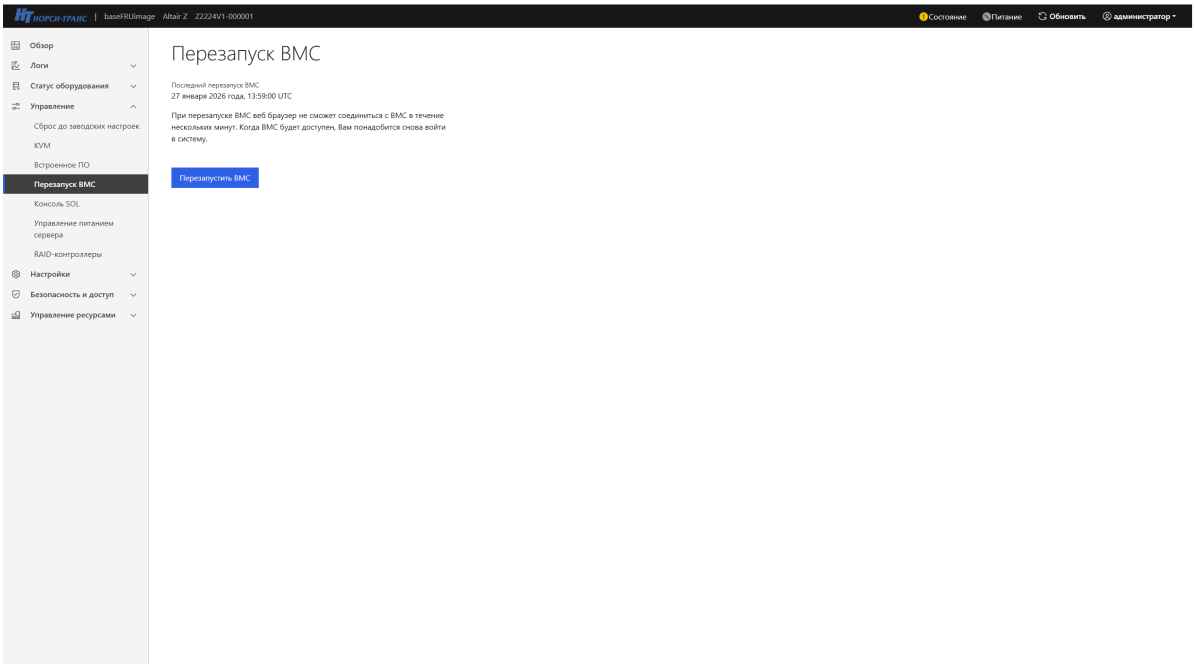

Рис. 82. Окно «Перезапуск BMC»
4) Пройдите во вкладку «Управление» → «Перезапуск BMC» в данной вкладке осуществляется перезапуск BMC. Нажмите на кнопку «Перезапустить BMC» для перезапуска BMC. Окно показано на рис. 82 Окно «Перезапуск BMC»